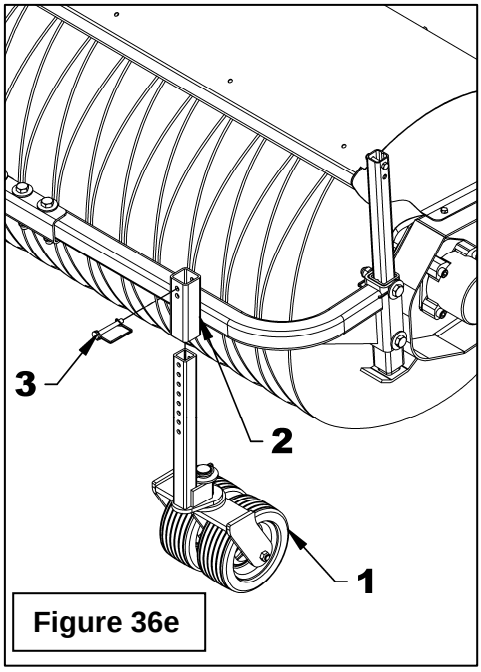

Figure 36e
5. **Figure 36e:** Install each dethatching wheel (item 1) in the support tubes (item 2) and lock in place with the square wire lock pins (item 3).